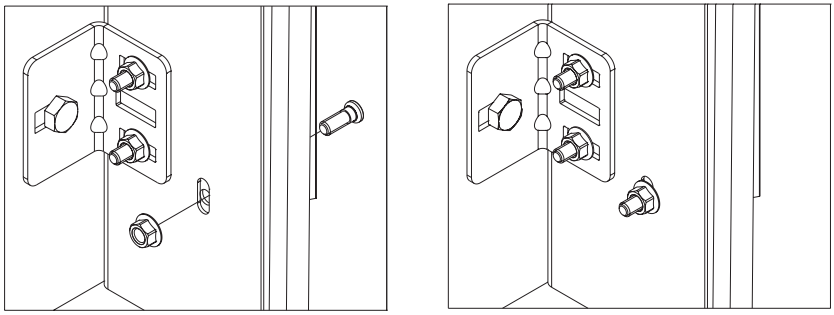

*Рис. 11.2*
9) установить пресс-болты, заводя их изнутри опорной стойки (рис.11.2). Установить и затянуть гайки ключом.